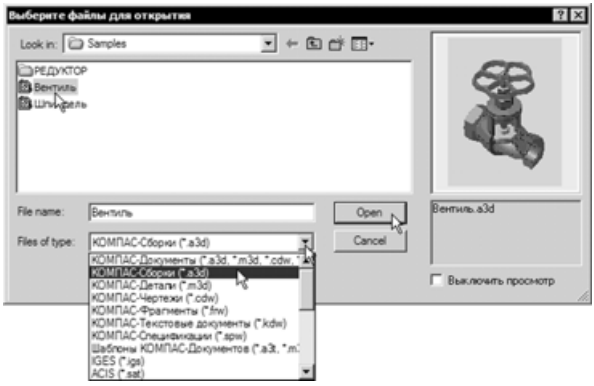

Рис. 1.20
- Нажмите кнопку открытия списка типов файлов и выберите из списка строку **Компас-Сборки (*.a3d)** (рис. 1.20).